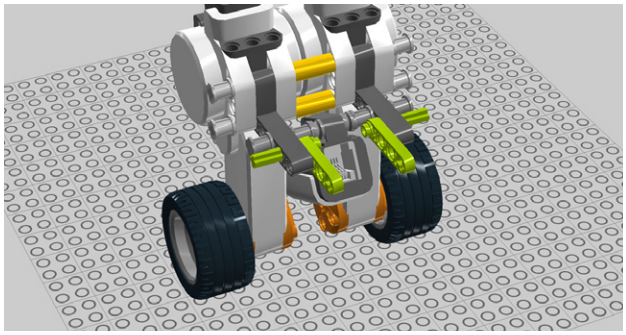

Figure 1-49. *Step 45: Adding and securing the plates*
45. Add a couple of 4M plates, secured with 3M cross axles with knobs (Figure 1-49).